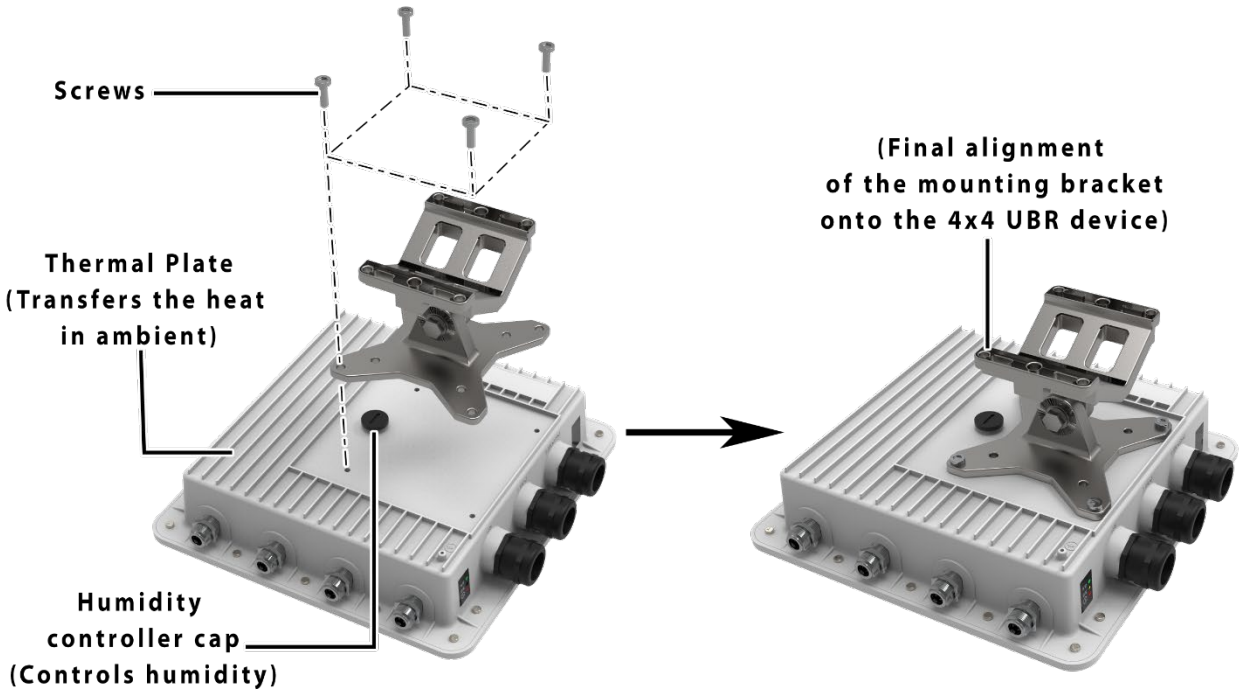

Figure 73: Mounting bracket alignment with the 4x4 UBR device
1. Attach the mounting bracket to the back side of the UBR device as shown in "Figure 73: Mounting bracket alignment with the 4x4 UBR device".